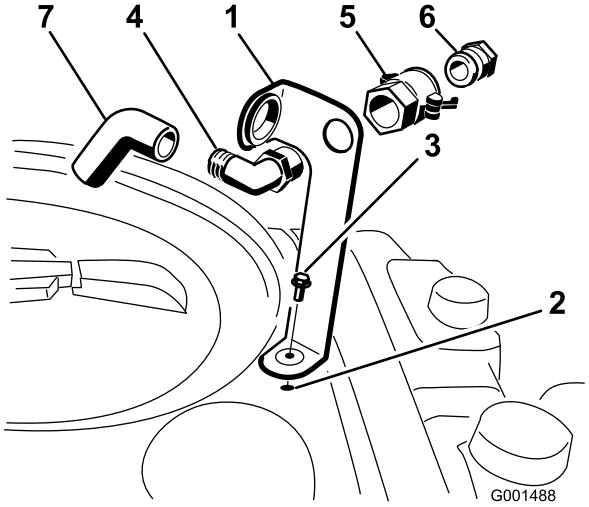

**Figur 3**
1. Placer beslaget til påfyldningskoblingen på hullet med gevind i tanken, og fastgør det med en flangehovedbolt (5/16 x 3/4 tomme) (Figur 3).
2. Før 90°-knærørets gevindende gennem beslaget, og skru hurtigkobleren på beslaget (Figur 3).
3. Monter slangeadapteren på hurtigkobleren (Figur 3).
4. Fastlås adapteren ved at svinge håndtagene mod adapteren og derefter fastgøre dem med låseclipsene (Figur 3).
5. Monter antihævertslangen gennem den store åbning i beslaget og på modhageenden af 90°-knærøret (Figur 3).